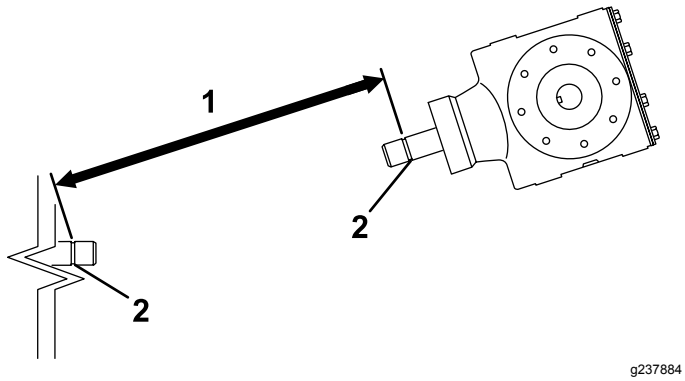
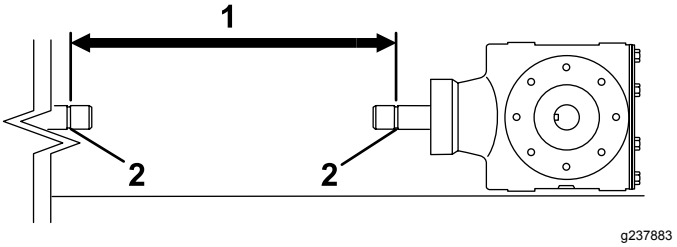
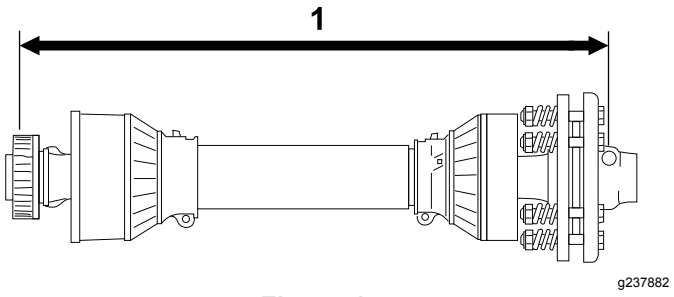

**Figuur 12**
**Figuur 14**
**Figuur 15**
3. Meet de afstand van de borggroef op het uiteinde van de aftakas van de tractie-eenheid tot aan de borggroef op de as van de versnellingsbak van de beluchter (Figuur 12).
5. Meet de afstand van de borggroef op het uiteinde van de aftakas van de tractie-eenheid tot aan de borggroef op de as van de versnellingsbak van de beluchter (Figuur 14).
6. Meet de afstand van het midden van de vergrendelkogel aan het uiteinde van de aftakas tot het midden van de borgpen aan het andere uiteinde (Figuur 15).
7. Gebruik de kleinste meting van Figuur 14 en Figuur 12, trek deze afstand af van de afstand in Figuur 15. Bijvoorbeeld: 81 cm min 67 cm is gelijk aan 14 cm.